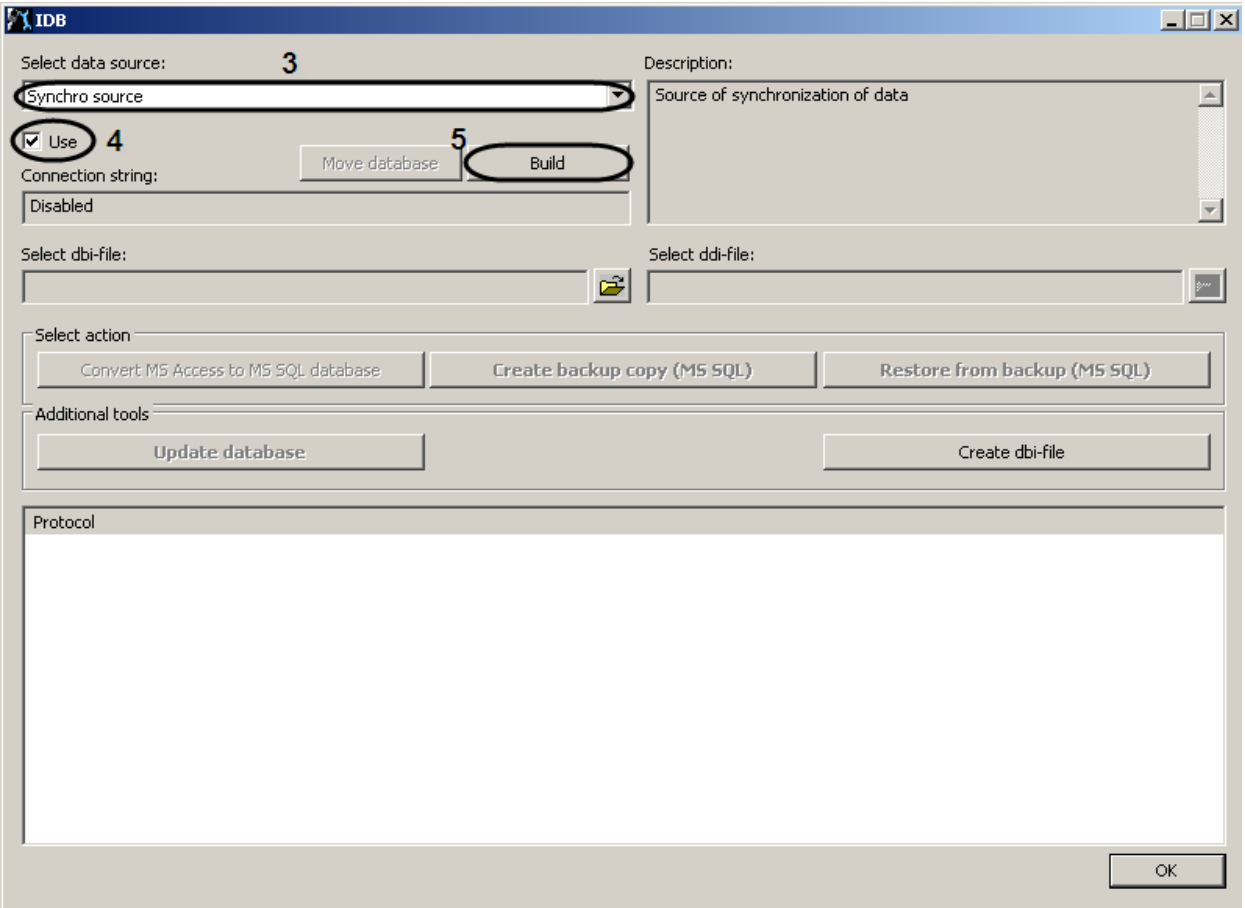

Figure 8.3-30. The idb.exe utility dialog box
2. Start the idb.exe utility from the root of the INTELLECT™ software installation directory (for example, C:\Program Files\Intellect). The idb.exe utility dialog box will be displayed (Figure 8.3-30).